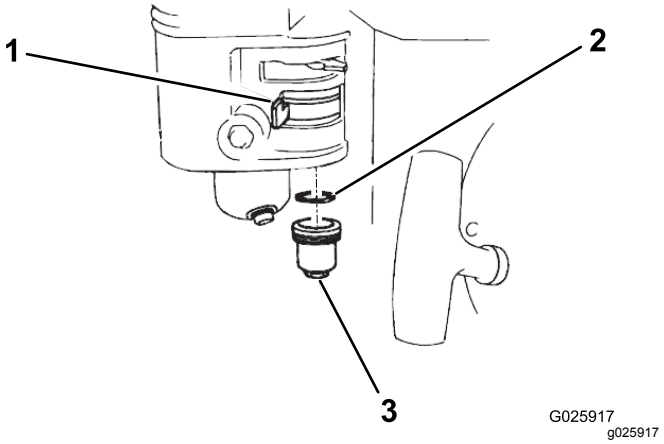

Figur 33
2. Flytt drivstoffavstengingsventilen til Av-posisjonen (Figur 33).
3. Fjern drivstoffsedimentbollen og o-ringen (Figur 33).
6. Plasser O-ringen i drivstoffavstengingsventilen, og monter sedimentbollen (Figur 33). Stram sedimentbollen godt til.